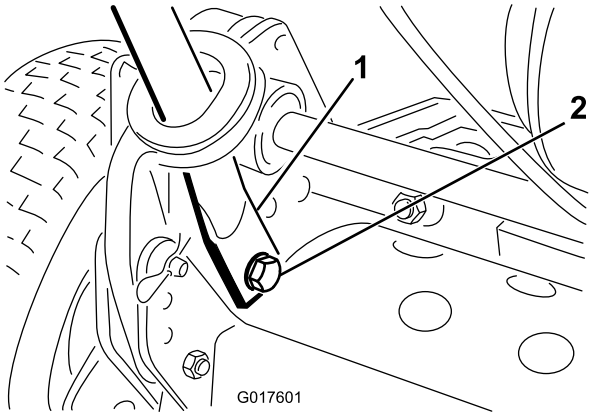

Figur 3
4. Klem håndtagets ender indad, og monter dem på monteringstapperne (Figur 3).
5. Fastgør håndtagets ender til monteringstapperne med de medfølgende bolte, spændeskiver og låseskiver (Figur 3).
6. Fastgør bunden af håndtagets arme til hver side af plæneklipperen med de bolte og låsemøtrikker, som tidligere blev afmonteret (Figur 3). Husk at sætte bøsningerne i håndtagsarmenes monteringshuller.
7. Fastgør håndtagets arme til stellets bagende med de låseclips og ringpinde, som tidligere blev afmonteret (Figur 3).